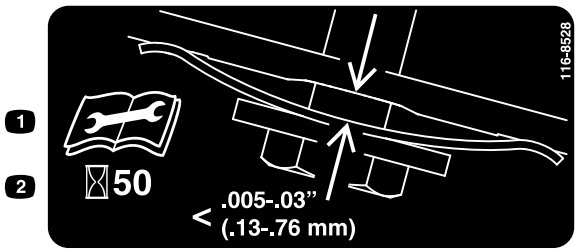

Figura 35
4. Tenete un calibro tra 0,13 e 0,76 mm sul muro e fatelo scorrere in basso dietro la molla di tensione della cinghia; fate riferimento a (Figura 35).